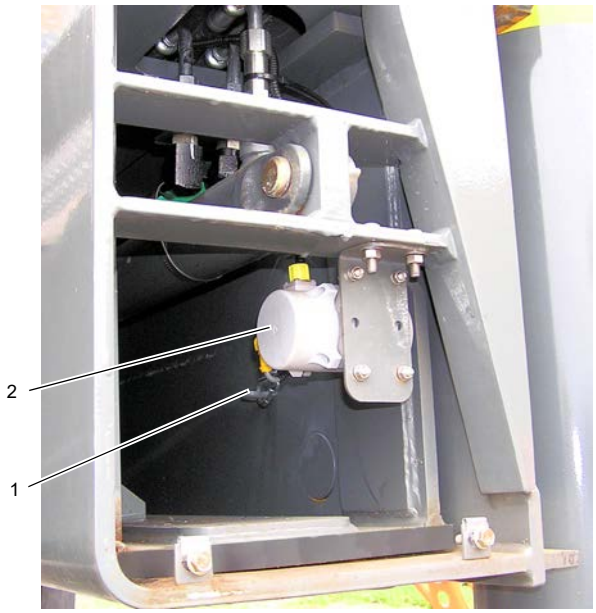

**FIGURA 8-23**
2. Remova o grampo de mola do potenciômetro de filamento do OMS (1) (Figura 8-23) do ponto de fixação na viga do estabilizador.
5. Remova o potenciômetro de filamento do OMS (2).
1. Instale o potenciômetro de filamento dentro da viga do estabilizador (Figura 8-23).
3. Prenda o grampo de mola do potenciômetro de filamento do OMS (1) no ponto de fixação na viga do estabilizador.